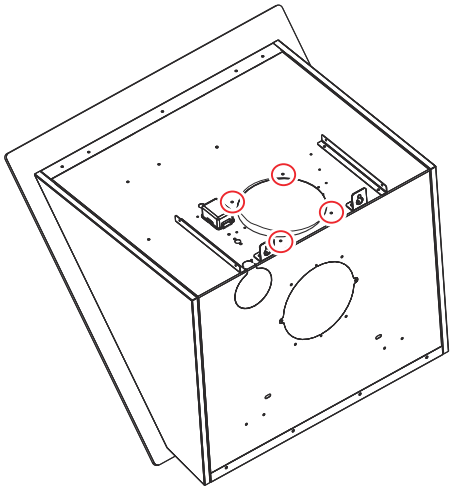

Fig. 10: Løsn motorens skruer
1. Løsn motorens skruer (Fig. 10).